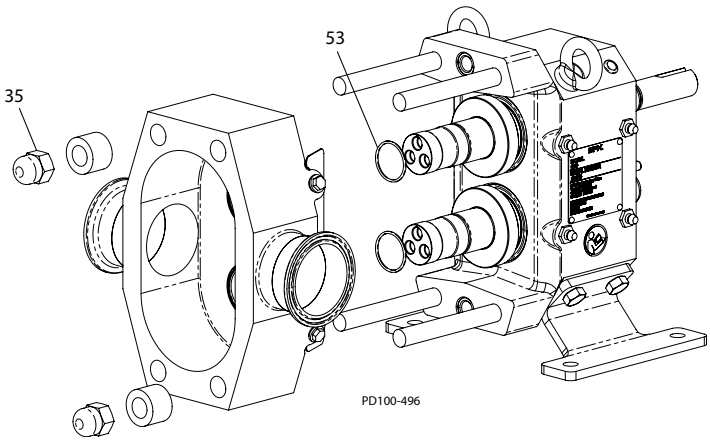

Figura 54 - Installazione del corpo
1. Installare gli o-ring della tenuta del mozzo del rotore (Figura 54, articolo 53) nella scanalatura di ciascun albero.